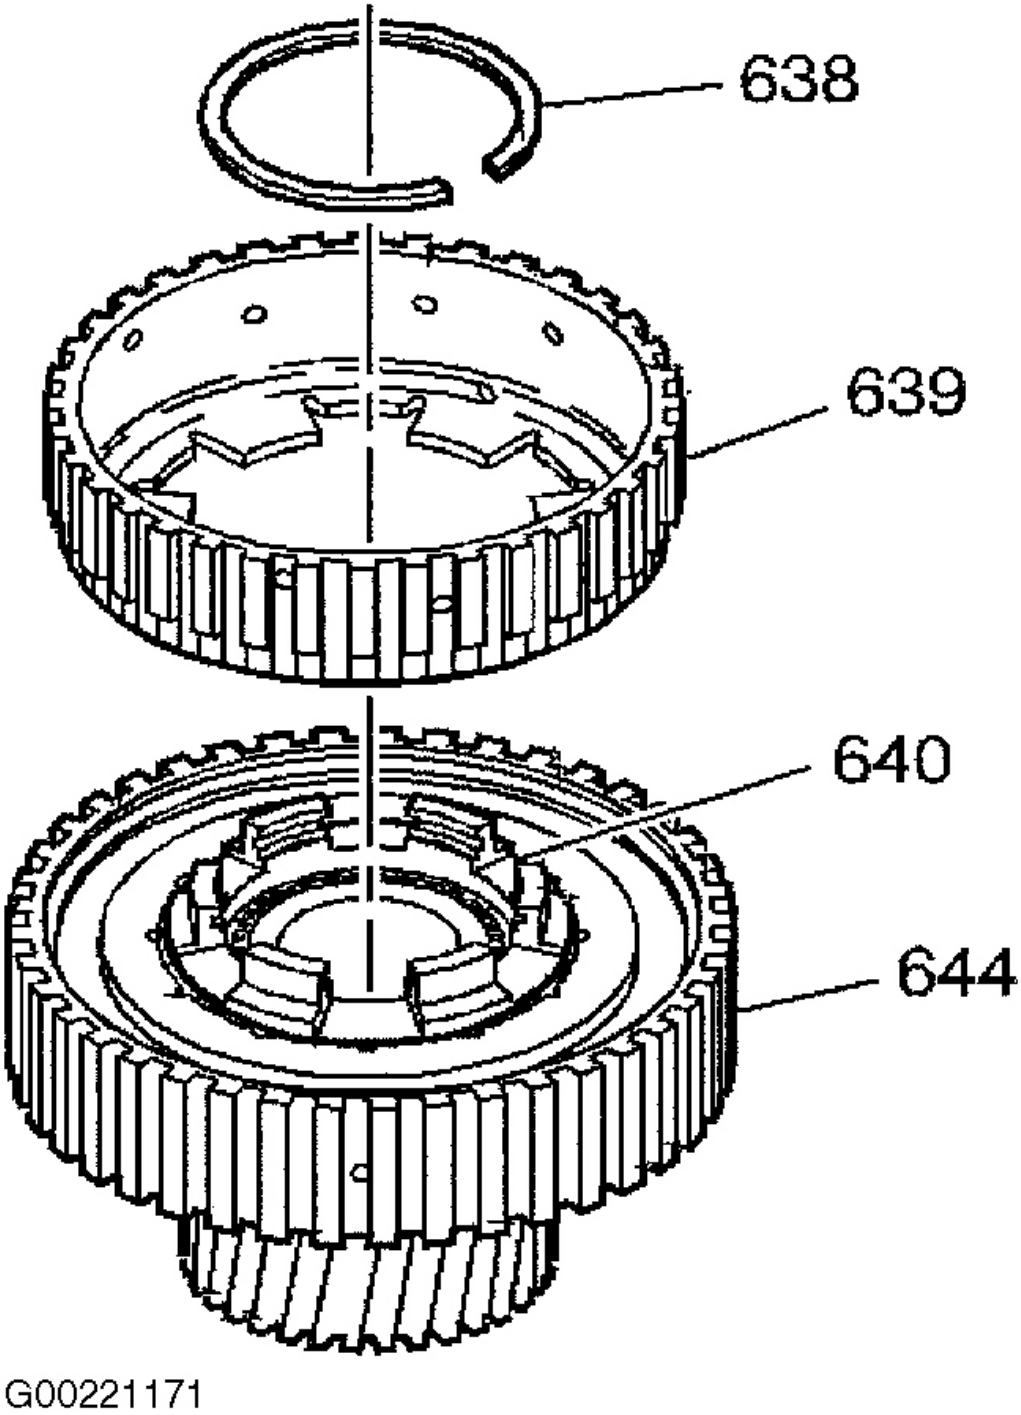

Fig. 51: Disassembly Of Forward Clutch Sprag (1)
1. Remove the overrun clutch hub retaining snap ring (638). Remove the overrun clutch hub (639). Remove the forward sprag clutch inner race and input sun gear assembly (640). See **Fig. 51** .